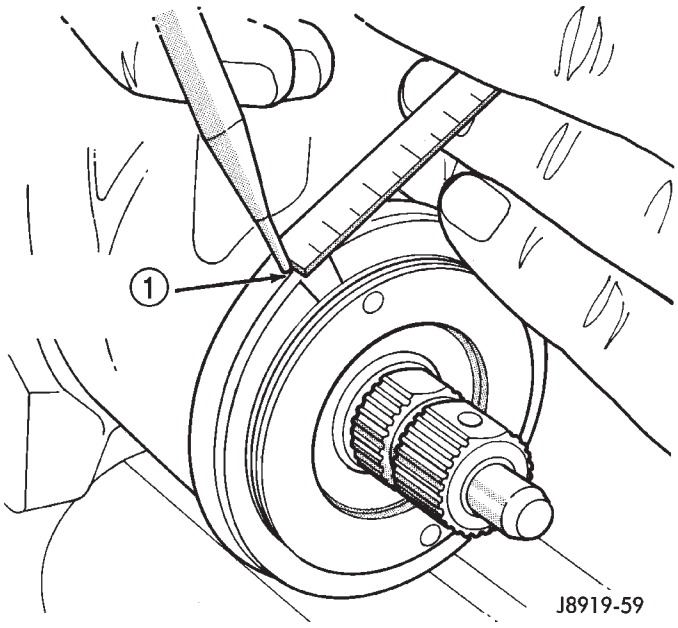

Fig. 7 Second Marking On Housing
(6) Measure back (counterclockwise) 18 mm (0.70 in) and mark the housing (Fig. 7).